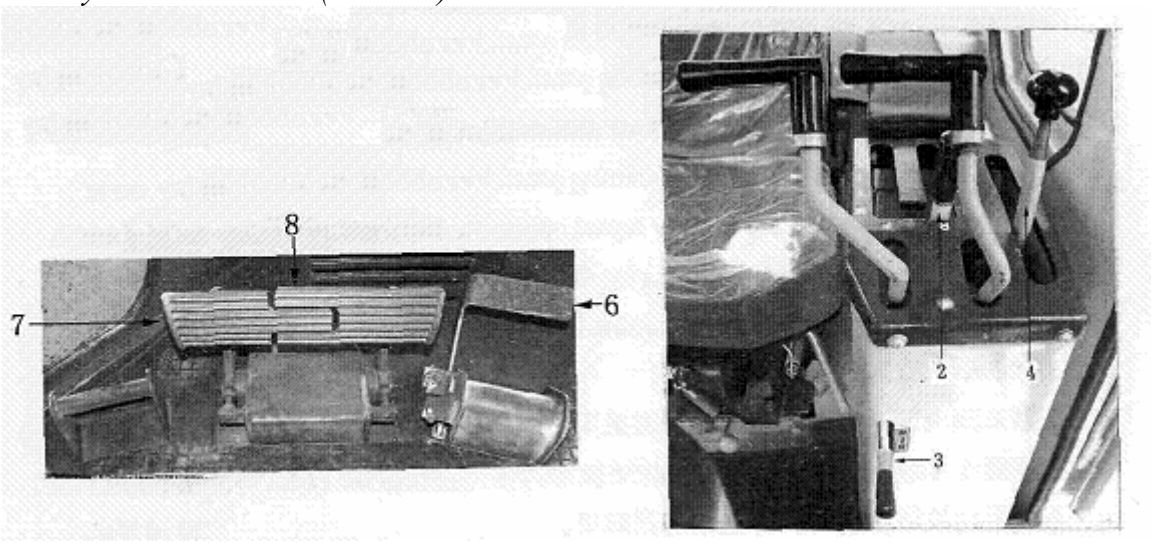

Рис. 2-1
1. Перед запуском двигателя (Рис. 2-1)
2.3. Переключение скоростей (Рис. 2-1)